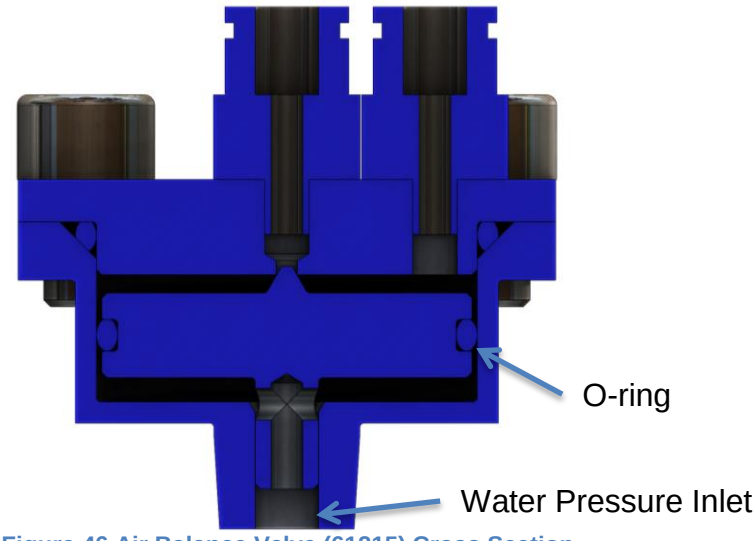

Figure 46 Air Balance Valve (61215) Cross Section
a. If you can't get the system to go wet, but can get it to go dry or there is a large delay in air pressure when increasing/decreasing water pressure. Grease the O-ring indicated in Figure 46.